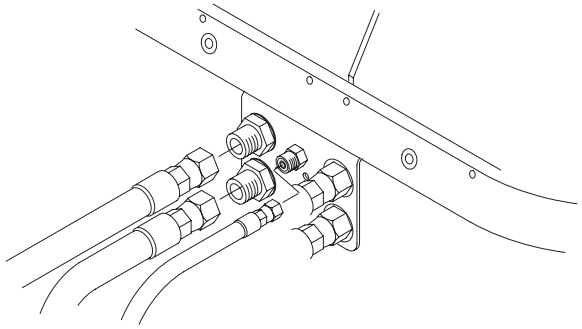

Figure 2
3. Disconnect the other end of the hoses from the bulkhead fittings on the front of the traction unit frame (Fig. 2).